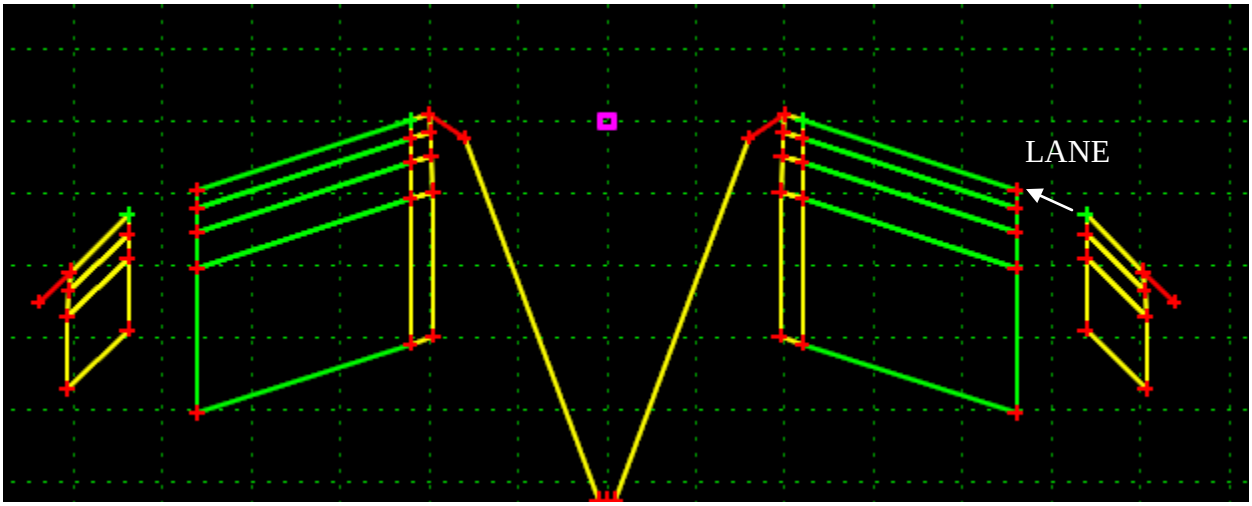

Figure L7-85 Create Template Grid
- Drop the shoulder onto Point **LANE** as shown in *Figure L7-85*.